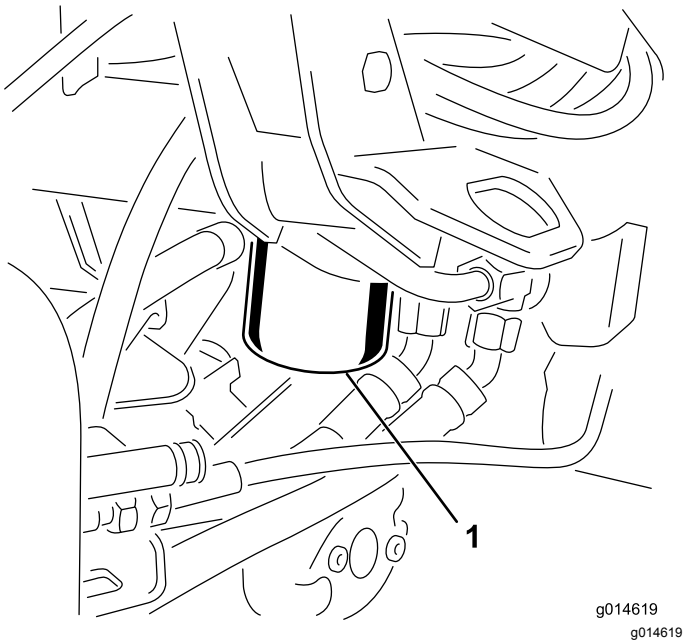

Figur 41
1. Rengør det område, hvor filteret monteres (Figur 41). Anbring en drænbakke under filteret, og afmonter filteret.